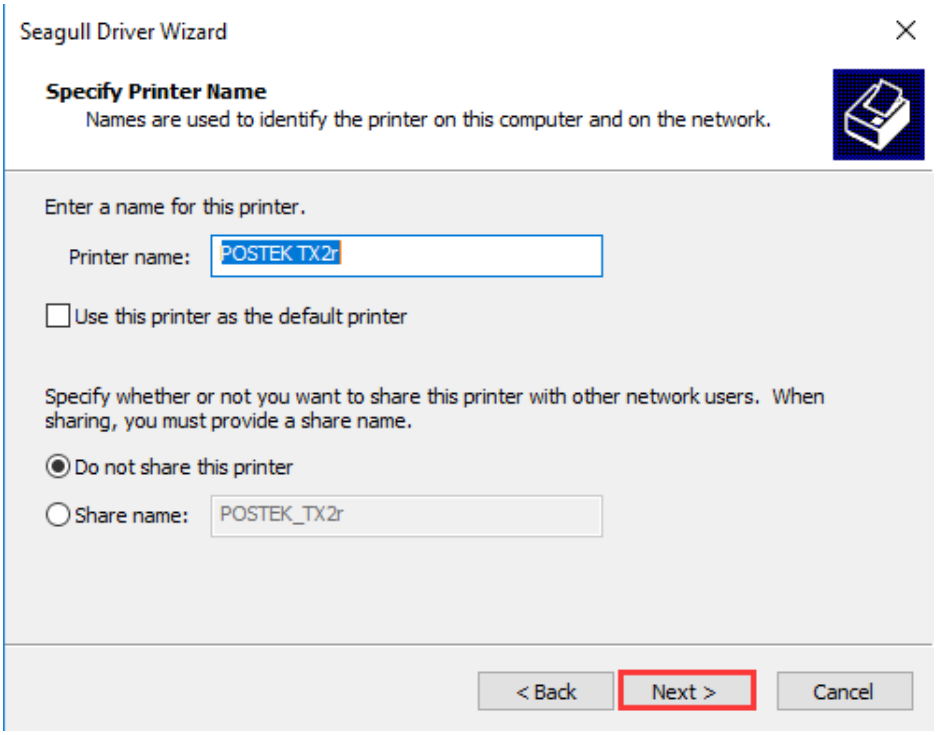

Figure 2-43 Specify Printer Name
10. On the "Specify Printer Name" screen, enter a name for the printer, as shown in Figure 2-43. Click "Next" to complete the driver installation.